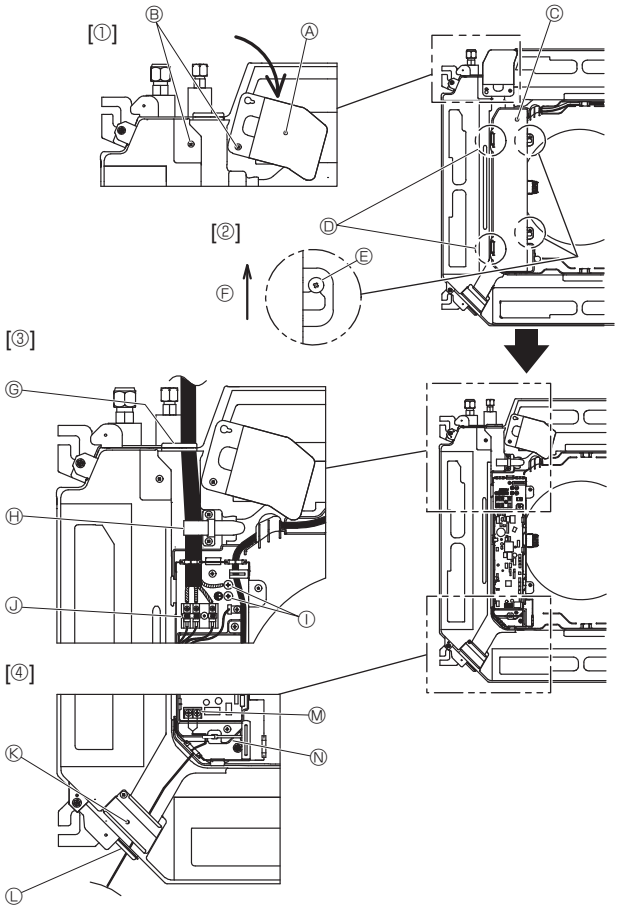
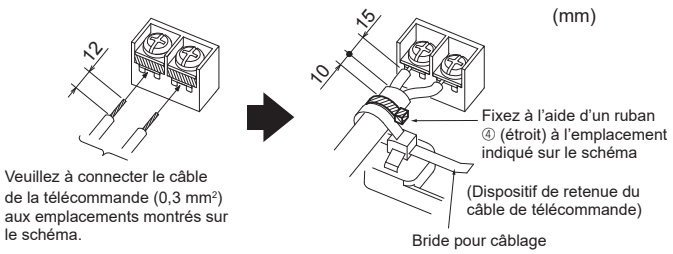

Fig. 6-1
Fig. 6-3
6.1. Appareil intérieur (Fig. 6-1)
1. Desserrez les deux vis de fixation du panneau de service du câblage électrique et faites tourner le panneau. [Fig. 6-1 ①]
2. Desserrez les deux vis de fixation du couvercle du boîtier électrique et faites glisser le couvercle. [Fig. 6-1 ②]
3. Faites passer le câble d'alimentation, le câble de raccordement des appareils intérieur/extérieur et le fil de terre par les entrées de fils indiquées sur le diagramme. [Fig. 6-1 ③]
S'il est impossible d'utiliser des bornes rondes serties, voir Fig. 6-3 à 6-6.
4. Faites passer le câble de télécommande via les entrées de fils indiquées sur le diagramme et raccordez-le . [Fig. 6-1 ④, Fig. 6-3]